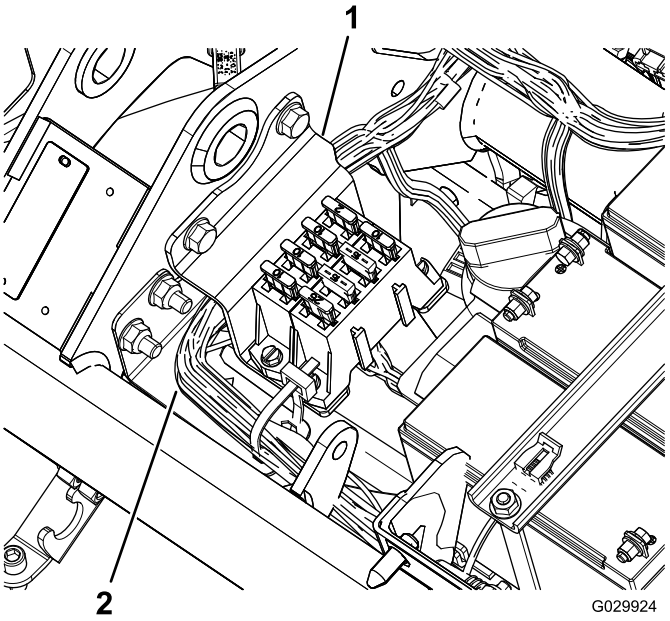

Figura 9
22. Montate il portafusibili con il cablaggio disposto dietro la staffa (Figura 9).